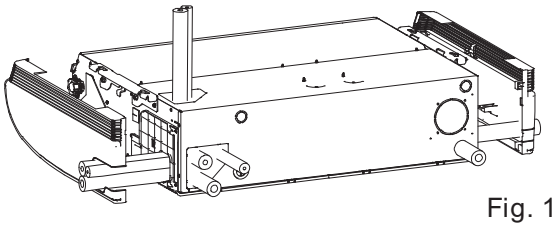

Fig. 1-47
- The positions of the refrigerant tubing connections are shown in the figure below. (The tubing can be routed in 3 directions.) (Fig. 1-47)
* If the drain hose is routed through the left side, refer to Fig. 1-47, and follow the procedure above to install the hose. Reattach the rubber stopper removed earlier onto the right side.